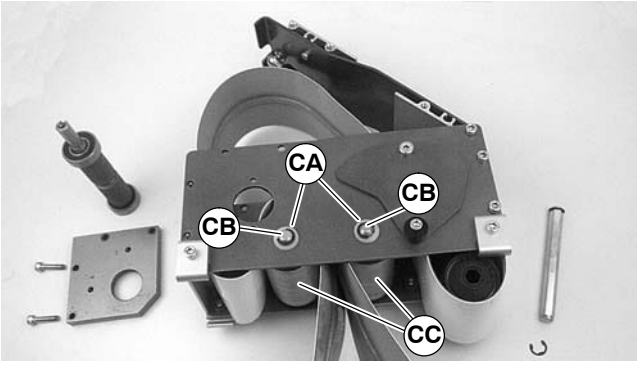

Figure 47
- For 44 mm, 70 mm or 95 mm wide conveyor, detach E-ring clips and remove washers (CA of Figure 47). Remove pulley shafts (CB) and pulleys (CC).